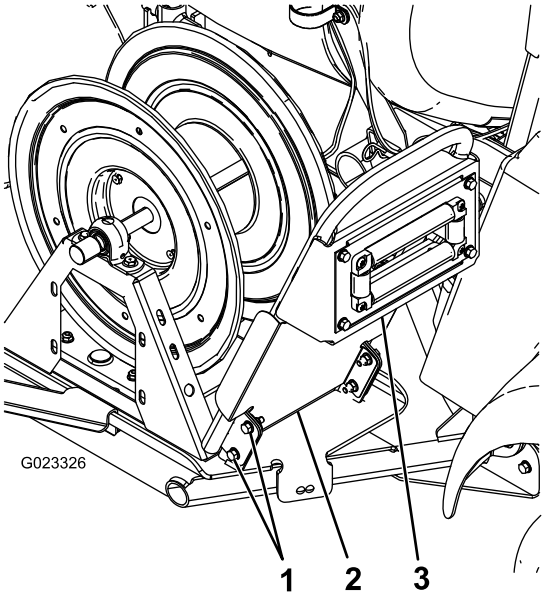

Figure 11
5. Loosely mount the handle to the swivel plate with 4 bolts (5/16 inch) (Figure 11).
6. Attach the mud shield and handle to the swivel plate using the bolts installed in step 5 and 4 flange nuts (5/16 inch) (Figure 11).